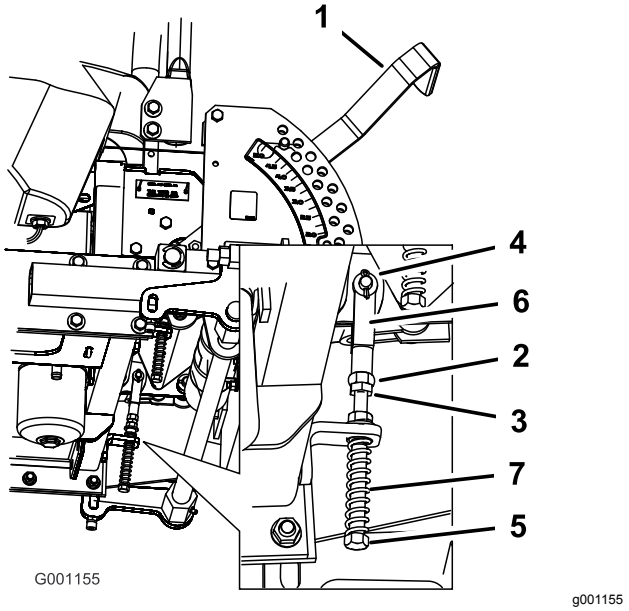

Figur 76
8. Lossa muttern och kontramuttern mot oket om justering krävs (Figur 76).
9. Dra rörelsereglagespaken något bakåt och vrid huvudet på justerskruven i lämplig riktning tills rörelsereglagespaken är centrerad i det NEUTRALA LÅSLÄGET (Figur 76).
10. Dra åt muttern och kontramuttern (Figur 76).